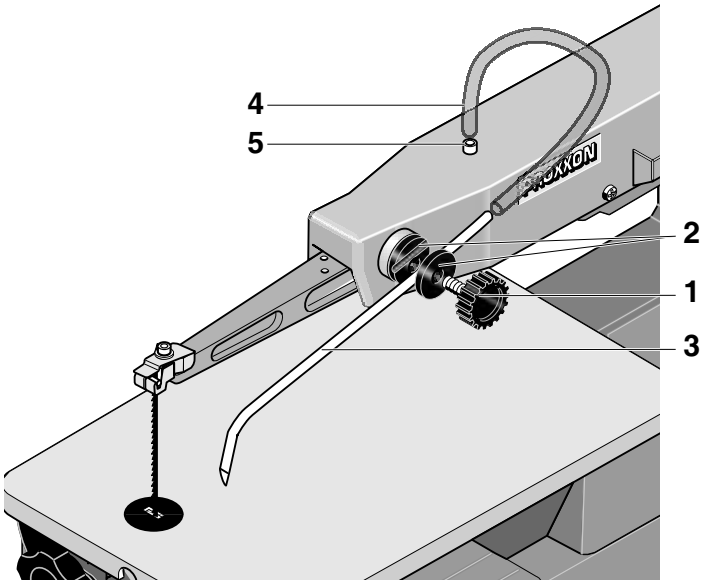

Fig. 3
Montaż dyszy powietrznej (Rys. 3)
6.4. Montage der Luftdüse (Fig. 3) 8